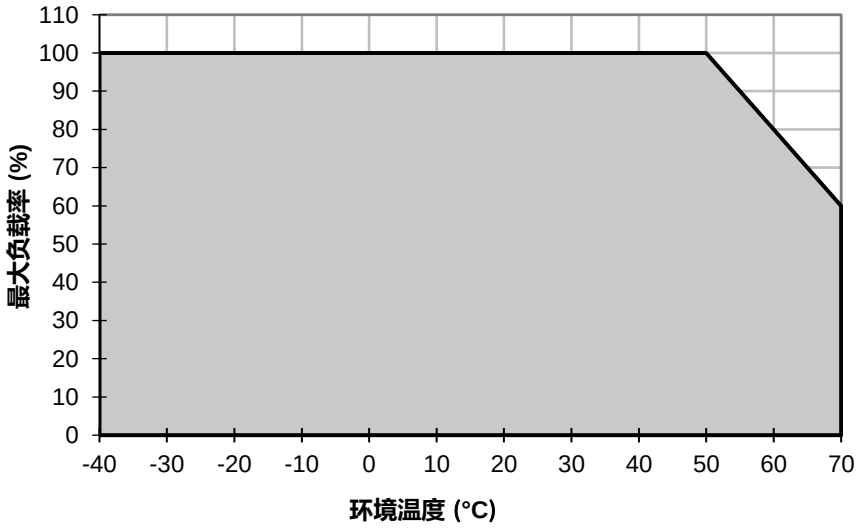
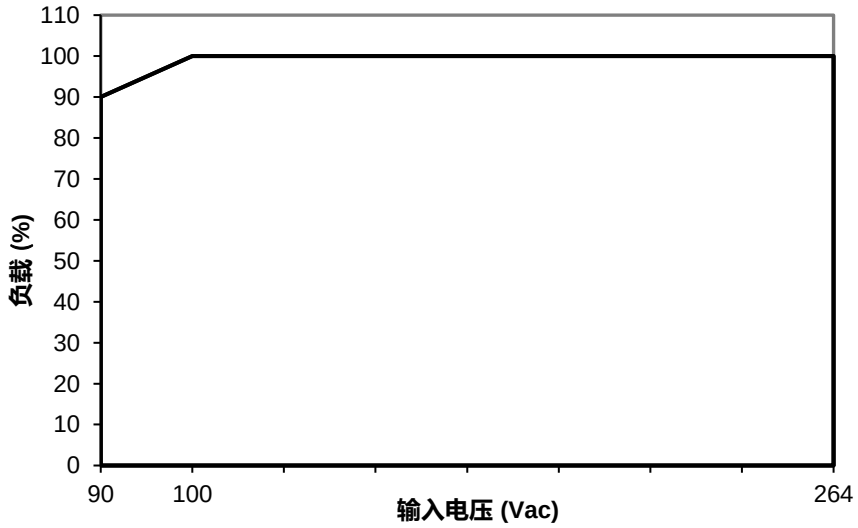

图. 1　水平安装功率降额
图. 2　AC 输入电压降额
1. 如电源供应器持续在额定功率曲线外区间使用，可导致零部件降级或损坏，参见图 1 图 2。